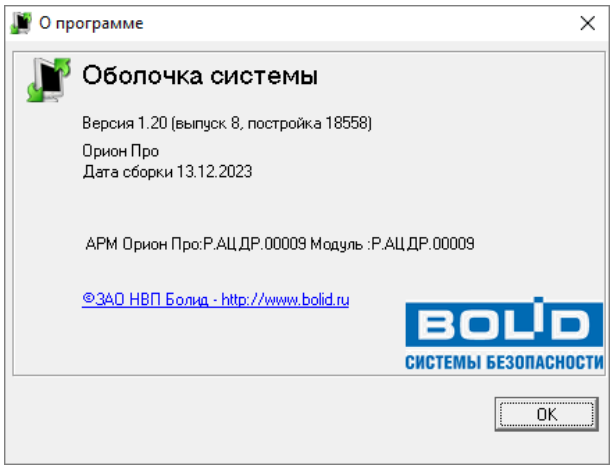

Рисунок 5-5 Информационное окно "О программе"
- ***О программе*** – вызов информационного окна «О программе» (см. Рисунок 5-5), где содержится информация о программе (о версии, сборке и т.п.)
О программе	Кнопка вызова информационного окна «О программе» (см. Рисунок 5-5). В режиме редактирования окна «Основные настройки и параметры» кнопка недоступна